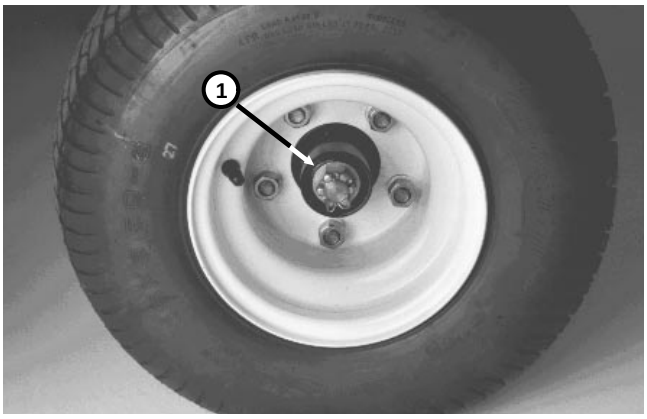

Figure 19
2. Rotate the wheel by hand and tighten the slotted nut (Fig. 19) until the bearing binds SLIGHTLY. Then, loosen the nut until the nearest slot and hole in the spindle line up. Reinstall the cotter pin to retain the slotted nut in place. NOTE: The correct end play of the adjusted assembly is .002 -. 005 inches.